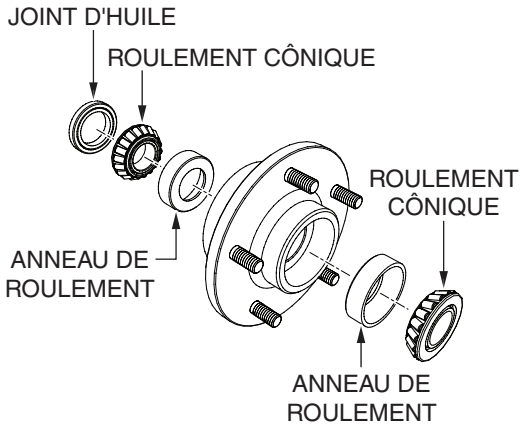

Figure 39. Moyeu de roue et roulements
1. Tous ***les 3 mois***, enlever le capuchon anti-poussière du moyeu et inspecter les roulements de roues (Figure 39). Une fois par an, ou lorsque cela est nécessaire, démonter les moyeux de roue, enlever la vieille graisse et remplir à nouveau les roulements ; forcer la graisse entre les rouleaux, le cône et la cage avec une bonne qualité de graisse pour roulements de roue à haute vitesse (ne jamais utiliser de graisse plus lourde que la pénétration 265 A.S.T.M. (No. 2.).
2. Remplir le moyeu de roue (Figure 39) de graisse jusqu'au diamètre intérieur des bagues extérieures et remplir également le bouchon de graissage du moyeu. Remonter le moyeu et monter la roue. Ensuite serrer l'écrou de réglage et tourner en même temps la roue dans les deux sens, jusqu'à ce qu'il y ait un léger jeu, pour vous assurer que toutes les surfaces de roulement sont en contact.